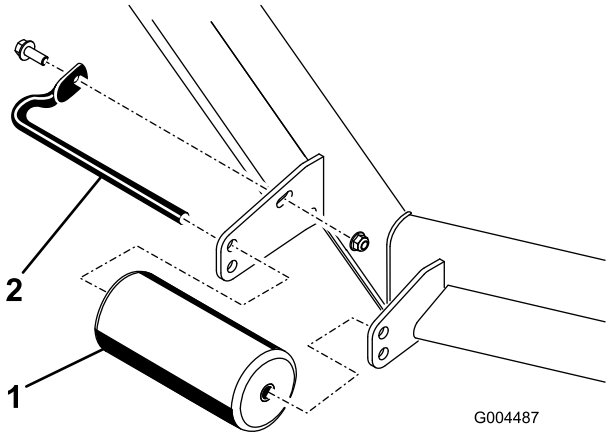
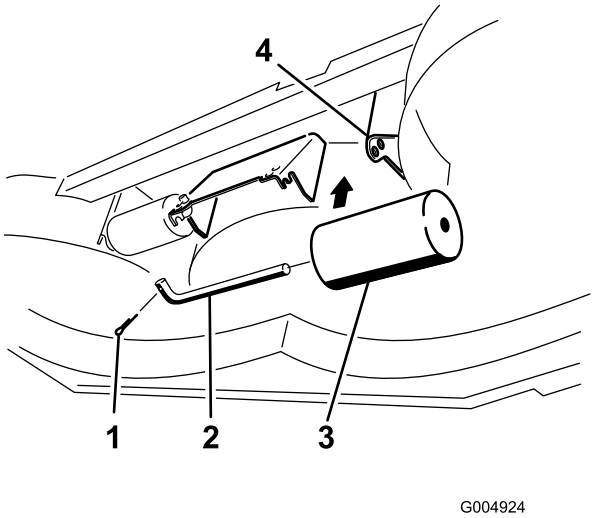

Figuur 24
Figuur 28
4. Maak de bevestigingen los waarmee de rollen vastzitten aan het maaidek, en zet de rollen naar wens hoger of lager; zie Figuur 24 tot en met Figuur 28 voor zover van toepassing op uw maaidek.